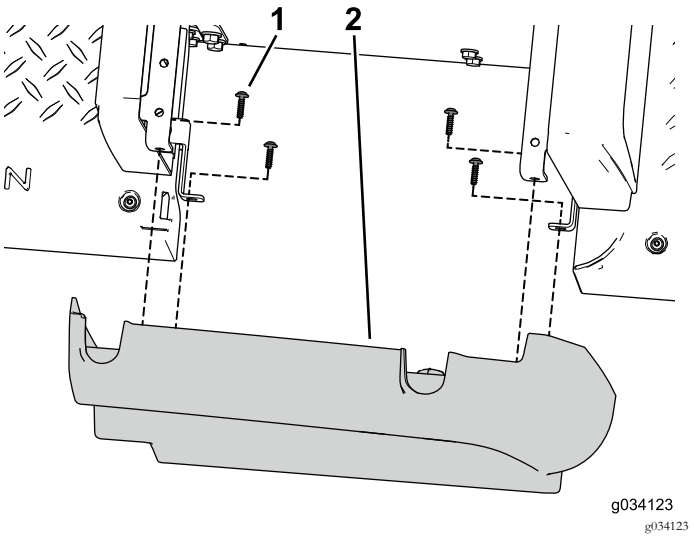

Figur 43
1. Bruk de åtte selvgjengende skruene (3/32 x 7/8 tomme) til å feste det venstre og høyre sidepanelet fra settet til de fremre setebasepanelene (Figur 43).